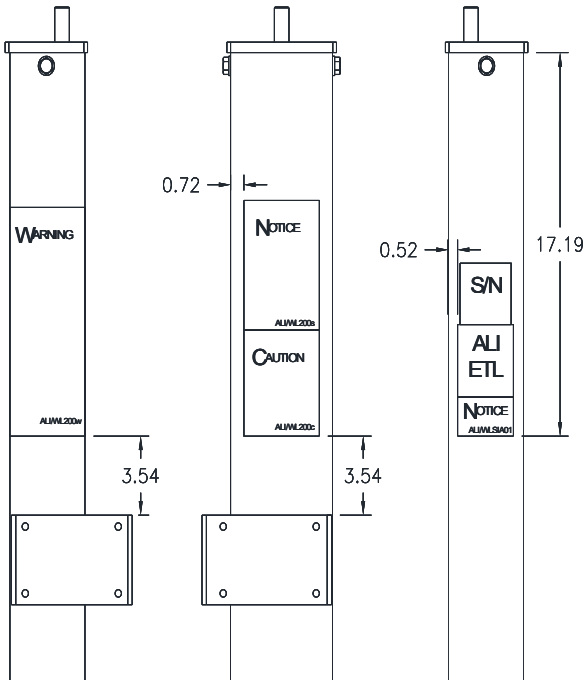

Fig 21 – POWER COLUMN LABEL LOCATION
47) Place the Caution, Warning and Safety Instructions decals seen on page 4, on the power column as shown, **Fig 21**.